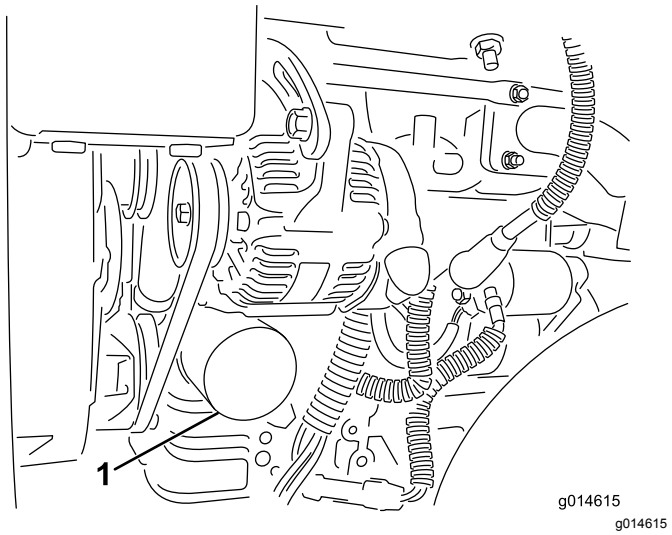

Rysunek 44
2. Wyciągnij filtr oleju (Rysunek 44). Nałóż cienką warstwę czystego oleju na uszczelkę nowego filtra.